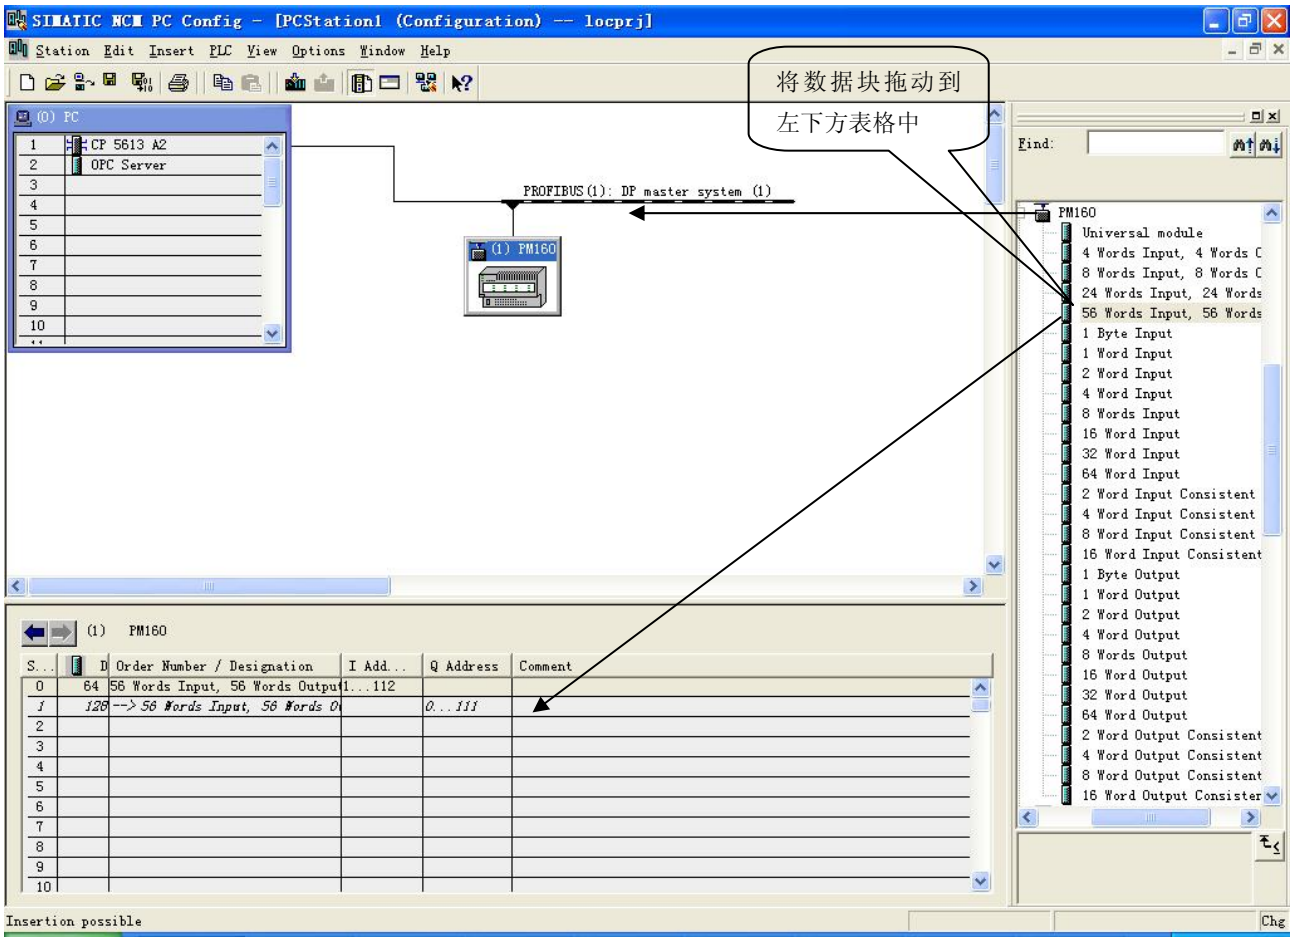

图 10
11. 将从站 HPM-610 配入到 PROFIBUS 网络配置当中，并将输入输出数据块，映射到 S7-300 或者其它控制器的内存当中。如图 10：